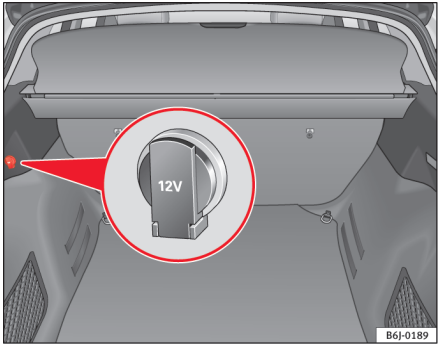

Fig. 82 Udsnit af bagagerummets sidebeklædning: 12-volts-stikdåse
– Løft stikdåsens afdækning ⇒ fig. 82.